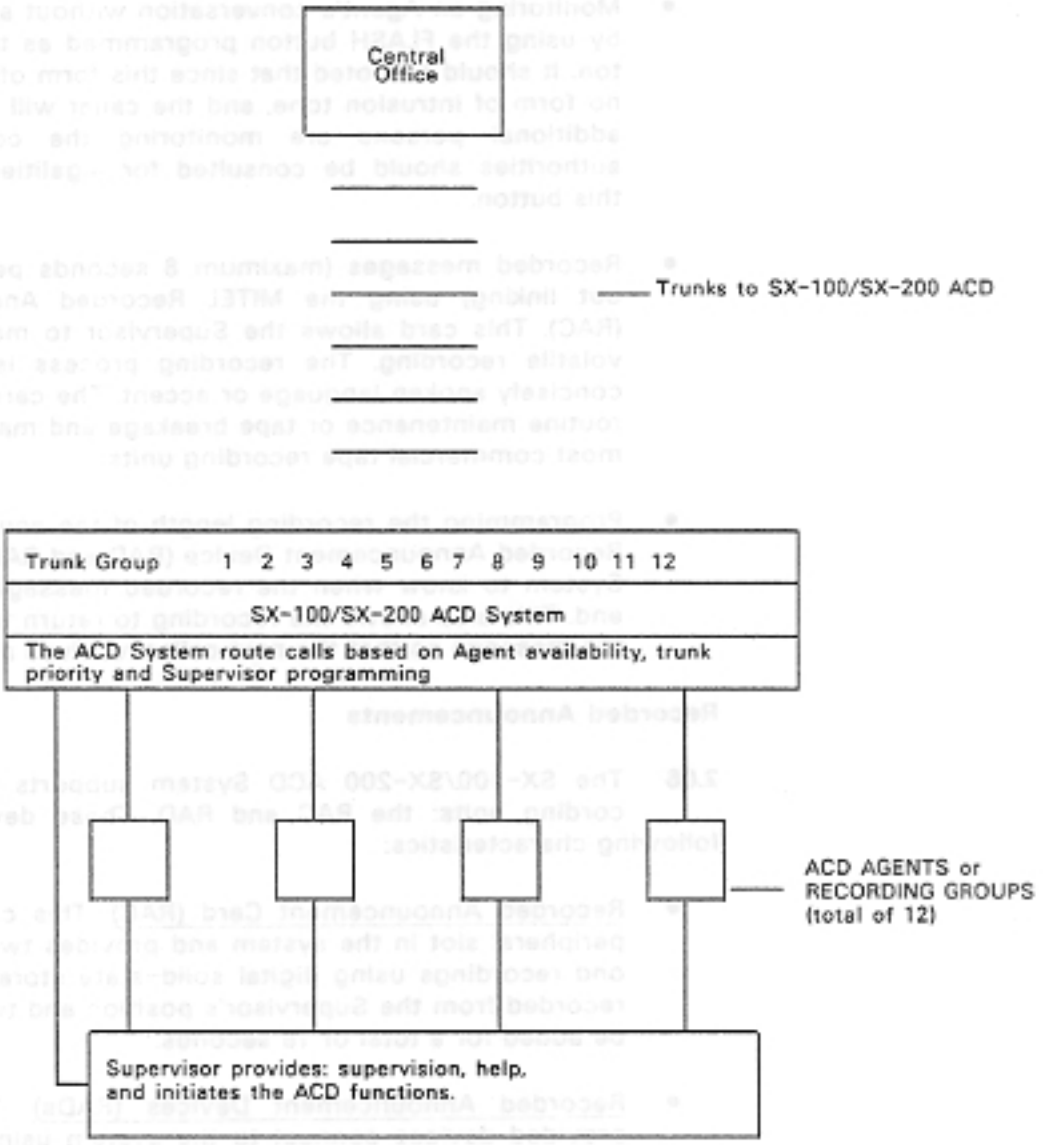

Figure 2-1 ACD Block Diagram
2.02 As previously described the SX-100/SX-200 ACD System provides a method of concentrating a number of incoming trunks on to one or more Agent Groups or to Recording Groups. The method of concentration may be programmed as automatic, or the concentration may vary as traffic conditions, Supervisor programming and Agent availability vary. At all times a Supervisor may control the ACD feature to provide maximum System flexibility. Throughout this Part, Figure 2-1 should be consulted for a general overview of the operation of the ACD feature.